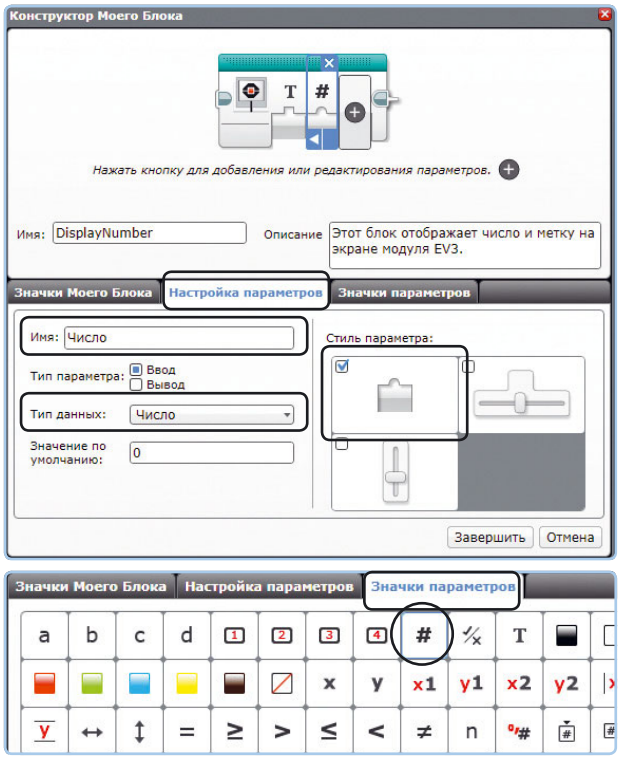

*Рис. 15.19. Настройка ввода **Число***
7. Теперь выберите второй параметр и настройте его, указав тип параметра **Ввод** (Input), тип данных **Число** (Number) и имя **Число**, как показано на рис. 15.19. В поле **Значение по умолчанию** (Default Value) указано число 0, и это означает, что параметру **Число** по умолчанию присвоится значение 0, когда позже вы выберете контейнер на палитре программирования. Выберите стандартный тип ввода в группе элементов управления **Стиль параметра** (Parameter Style) (выделен на рисунке). В этом случае будет создан стандартный числовой ввод, который может принимать любое значение (как вводы блока **Математика** (Math)), а не ползунковый регулятор, который принимает значения только в определенном диапазоне (как, например, параметры **Мощность** (Power) и **Рулевое управление** (Move Steering) блока **Рулевое управление** (Move Steering)).